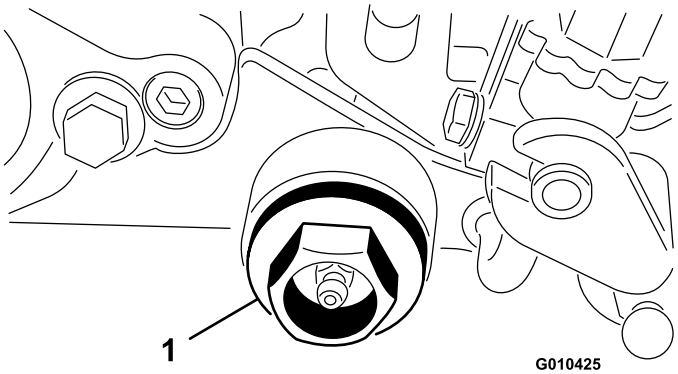

Рисунок 36
10. Снимите заглушку с корпуса механической щетки (Рисунок 36).